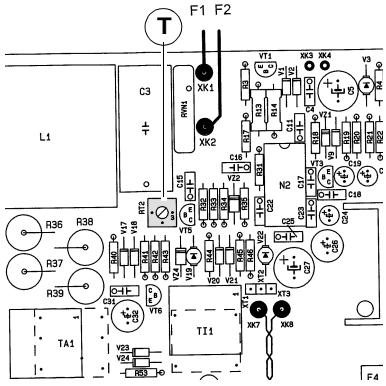

FIG. 13 REF. 1
5. If the current readings differ, use the trimmer T (fig. 13) to obtain the correct current value.